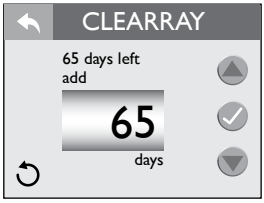

Figure 12.6c
1. From the "Water Care" Menu you can to set the ClearRay UV bulb timer, Figure 12.6c.